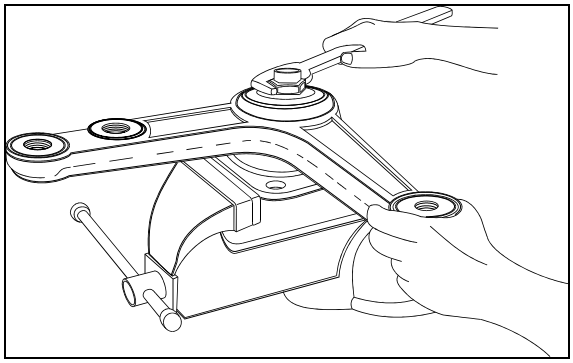

FIGURE 9: BELL CRANK 16044
5. Firmly tighten nut (Fig. 9).
7. Check for loose bearings by applying an up and down load on bell crank or idler lever (Fig. 9). The lever is not supposed to move in the vertical axis direction.